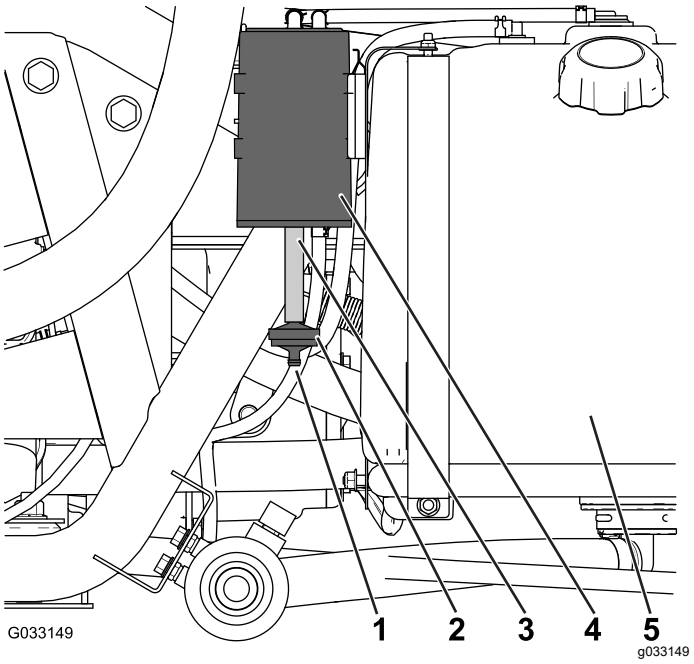

**Figura 48**
Verifique a abertura na parte inferior do filtro de ar para o corpo de carbono para garantir que este está limpo e livre de detritos e obstruções (Figura 48).
1. Remova o encaixe farpado do filtro do corpo de carbono da mangueira na parte inferior do corpo de carbono e remova o filtro (Figura 48).